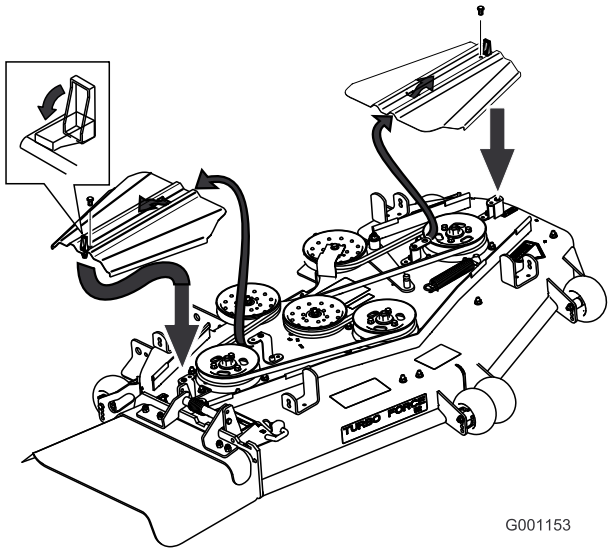

Figur 58
3. Ta bort de bultar som håller fast remkåporna och ta sedan bort kåporna (Figur 58).
9. Montera remkåporna genom att föra in kåpan i tappen, montera bultarna och låsa spärrhakarna (Figur 58).